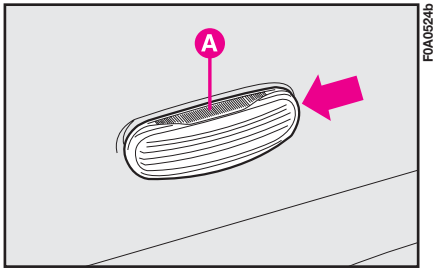

fig. 24
1) Agir sur le transparent **A-fig. 24** dans le sens indiqué par la flèche de façon à comprimer le ressort de soutien et enlever le groupe.